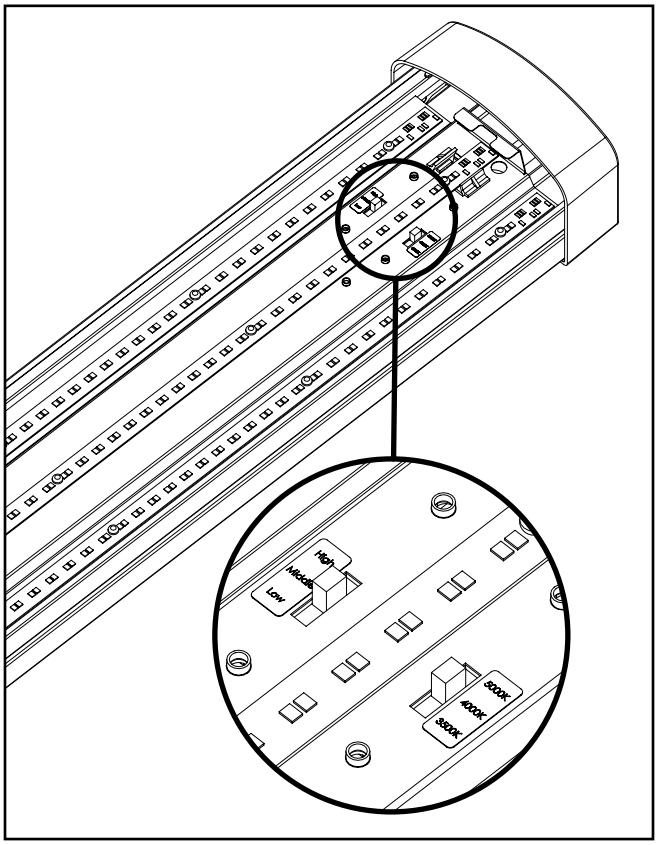

Figure 12.
1. Two switches are located at the top of the gear tray (Figure 12). One for CCT and the other for lumens. CCT and lumen options must be selected prior to lens installation.